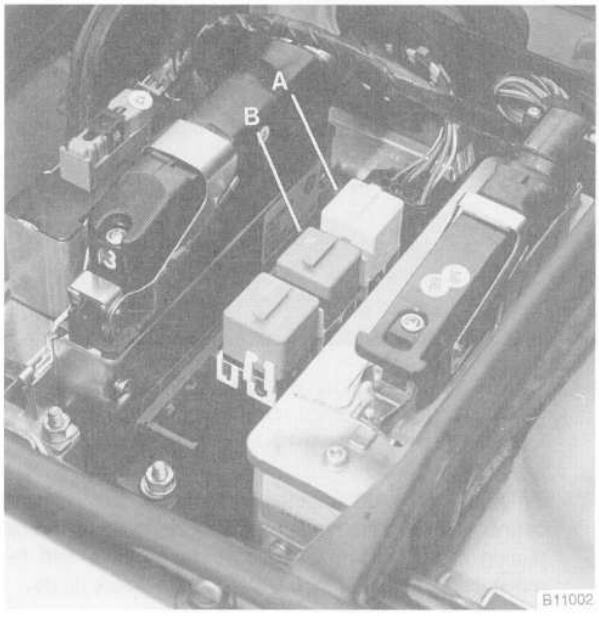

Fig. 4. DME main relay (**A**) and fuel pump relay (**B**) in right rear of engine compartment (M50 engine shown, other engines are similar).
1. On all engines except engines with Electronic Throttle Control (EML), remove the DME main relay and the fuel pump relay. See Fig. 4.
2. On engines with EML, remove the fuel pump relay (Fig. 4). On 535i models, disable the ignition by disconnecting the wire at terminal 1 of the ignition coil.